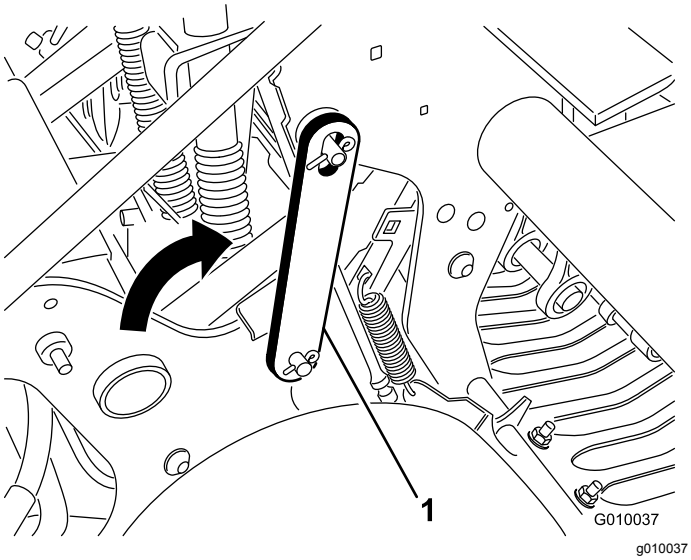

**Figur 22**
4. Vrid servicespärren bakåt, och sätt fast den på luftarhuvudstappen (Figur 22). Fäst den med klämringen.